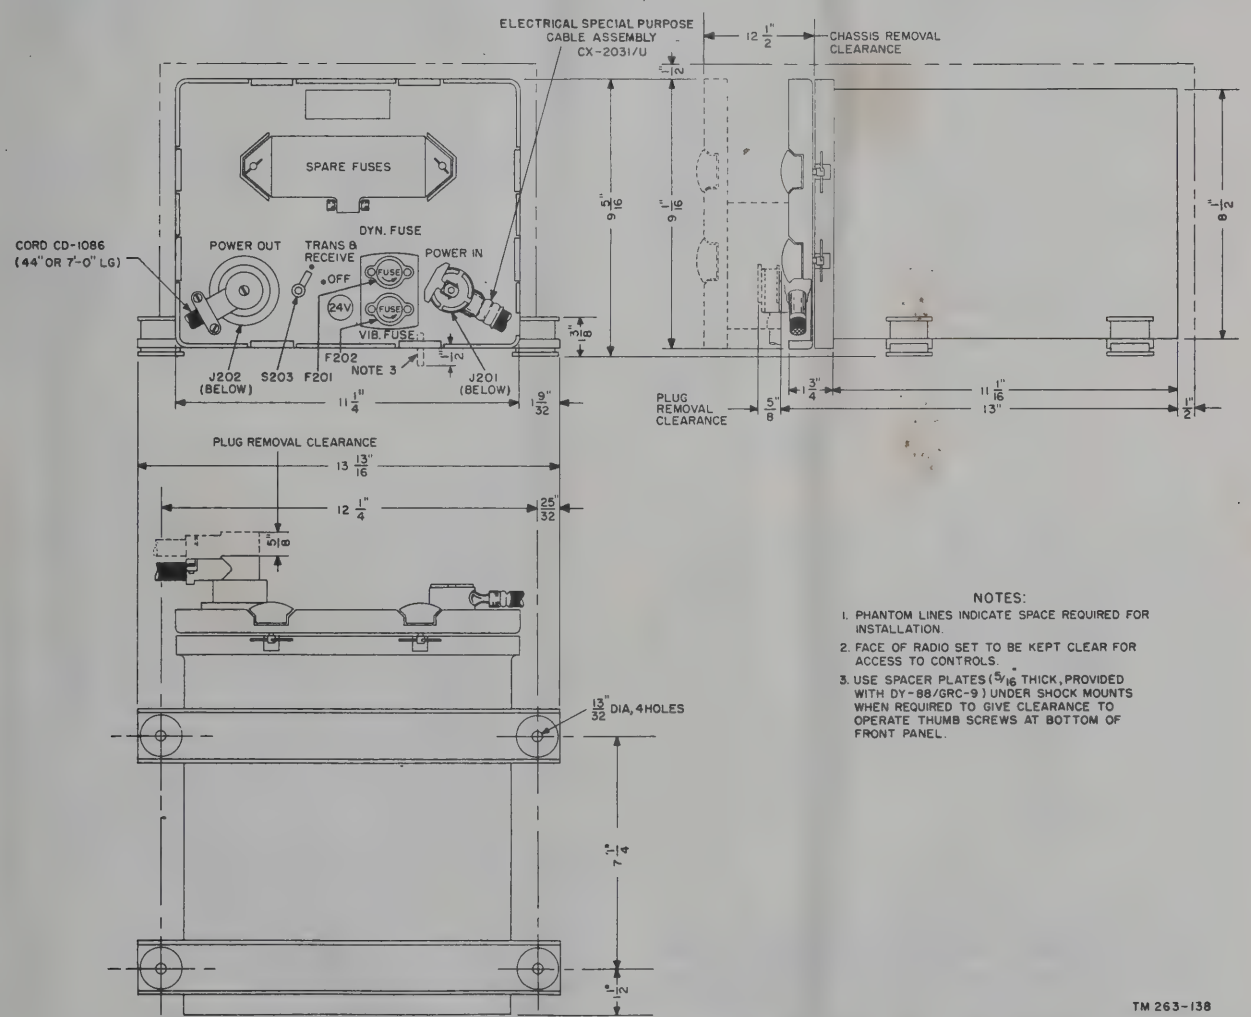

Figure 40. Dynamotor-Power Supply DY–88/GRC–9, outline dimensions and clearances.
(3) Outline dimensions and clearances are shown in figure 40.